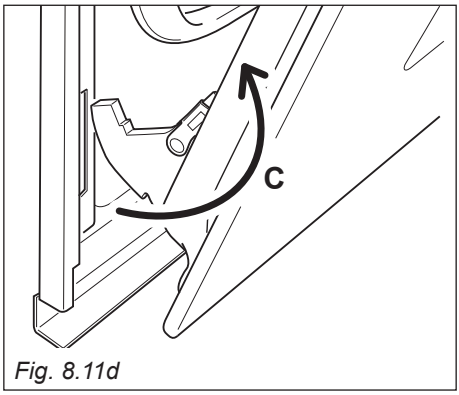

Fig. 8.11d
- Withdraw the hinge hooks from their location following arrow "**C**" (fig. 8.11d).